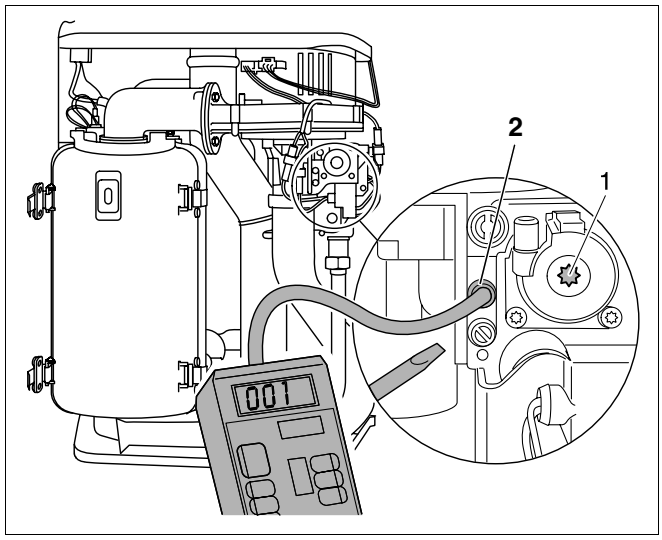

Rys. 32 Kontrola i ustawienie proporcji gaz-powietrze
- Odkręcić o dwa obroty śrubę zamykającą złączkę do kontroli ciśnienia w palniku (rys. 32, **poz. 2**).
- Połączyć przyłącze plusowe urządzenia do pomiaru ciśnienia ze złączką do kontroli ciśnienia w palniku przy pomocy węża (rys. 32).
- W przypadku stwierdzenia odchyleń wyregulować proporcję gaz-powietrze przy pomocy śruby nastawczej (rys. 32, **poz. 1,** strona 47). Śruba nastawcza znajduje się pod nakrętką kołpakową.